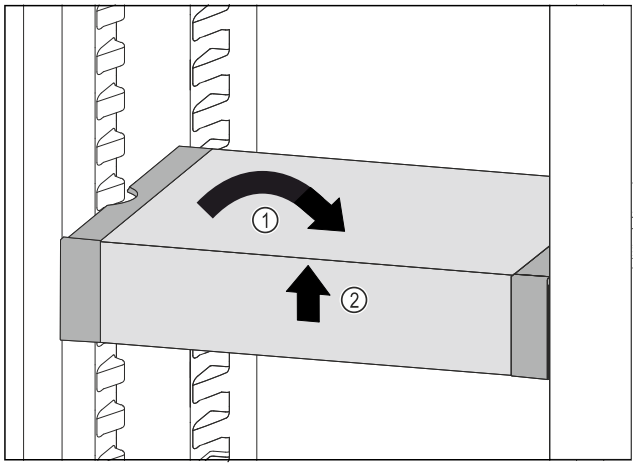

Fig. 166
▶ Set VarioSafe straight. *Fig. 166 (1)*
▶ Lift VarioSafe at the front. *Fig. 166 (2)*